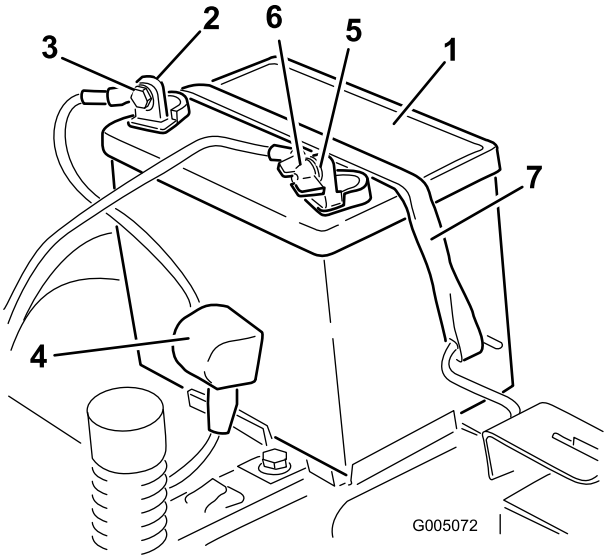

Figur 44
4. Tag det sorte minusjordkabel af batteriets pol (Figur 44).
6. Tag det (røde) positive kabel af batteriets pol (Figur 44).
7. Fjern batteritilholderen (Figur 44) og løft batteriet op fra batteribakken.
1. Placer batteriet i bakken (Figur 44).
5. Fastgør batteriet med tilholderen (Figur 44).